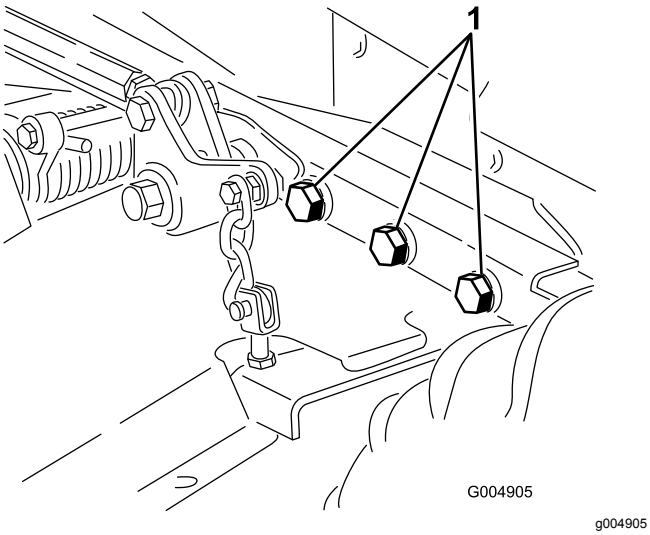

Figuur 58
5. Controleer of alle bevestigingen vastzitten; zet ze vast indien nodig. Draai de 6 bouten waarmee het frame van het maaidek is bevestigd aan de tractie-eenheid (Figuur 58) vast met een torsie van 359 N·m.